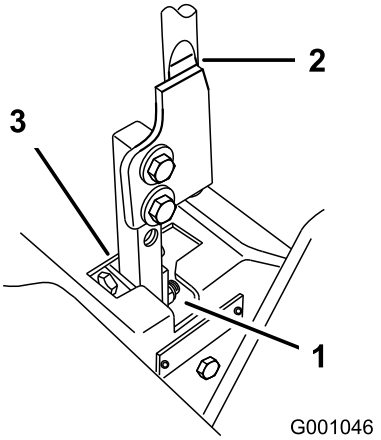

Rysunek 73
5. Ustaw dźwignię w położeniu neutralnym (nie blokuj jej) (Rysunek 73).
6. Pociągnij dźwignię do tyłu aż sworzeń z łbem płaskim (na ramieniu pod osią przegubu wału) zetknie się z końcem szczeliny (będzie lekko naciskać na sprężynę) (Rysunek 73).
7. Sprawdź, w którym miejscu znajduje się dźwignia względem wycięcia w konsoli (Rysunek 73). Powinna ona być wyśrodkowana i umożliwiać obrót na zewnątrz do zablokowanego położenia neutralnego.